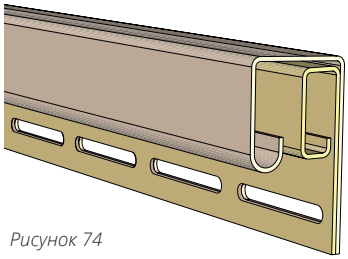

*Рисунок 74*
**17.1** Под металлическим отливом оконного или прочего проема, под карнизным свесом монтируется J-профиль, совмещенный с финишной планкой (рис. 74).